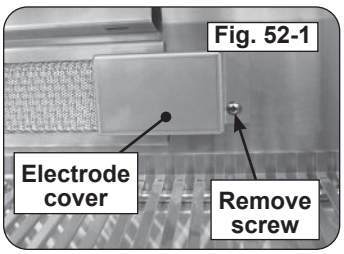

Fig. 52-1
3. Remove the electrode cover by first removing the screw, sliding the cover to the right, then outward. See Fig. 52-1.